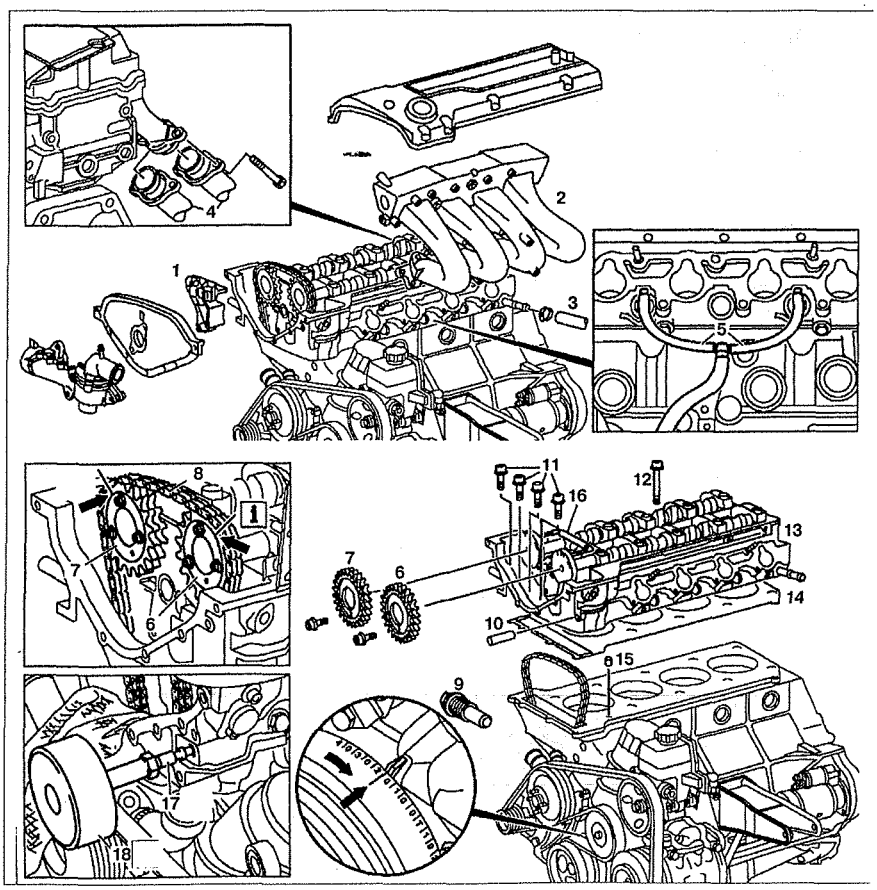

Рис.2.8. Головка блока цилиндров:
1. Снимите направляющую цепного привода **1** с головки блока цилиндров (см.рис.2.8).